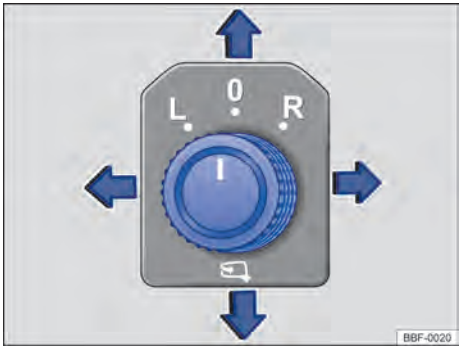

Fig. 80 Na porta do condutor: botão rotativo de ajuste dos espelhos retrovisores externos elétricos.
– Girar o botão rotativo na porta do condutor até o símbolo desejado → Fig. 80.